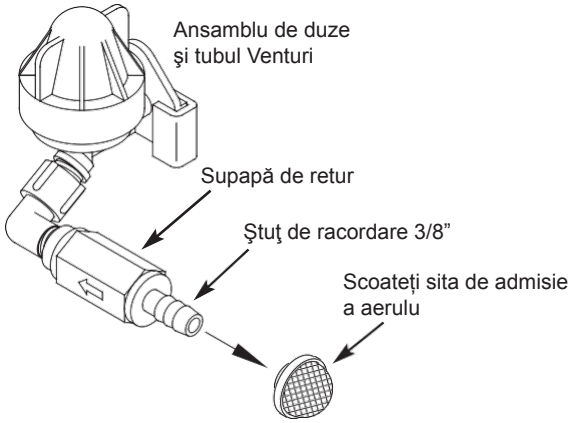

FIG. 14
2. Scoateți filtrul sită pe admisiea aerului supapei de retenţie pe ansamblul duză și tubul Venturi (vezi fig. 14).